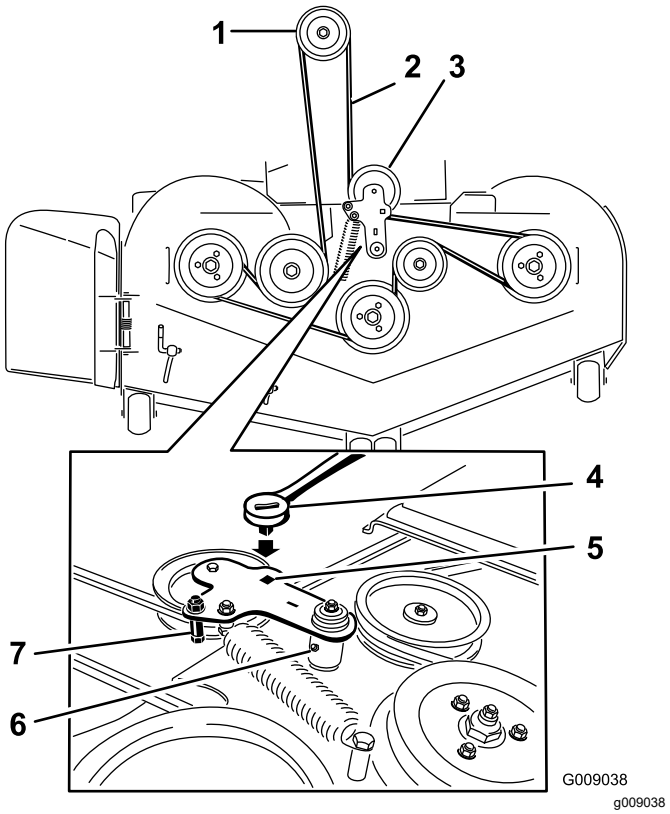
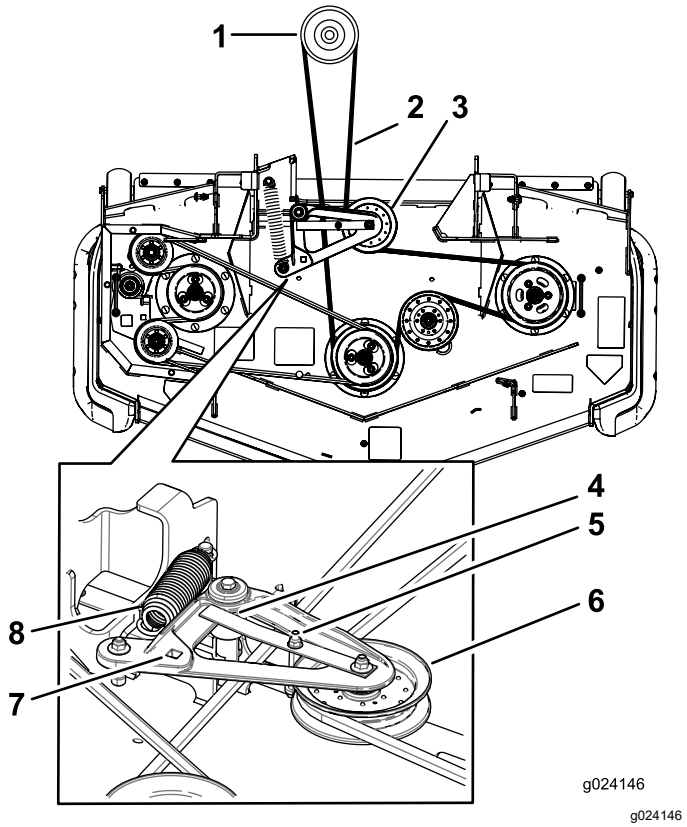

Figur 118
Figur 119
5. Løft opp gulvpanelet og sett en skralle i det firkantede hullet i klippeenhetens lederull (Figur 118 eller Figur 119).
6. Vri klippeenhetens lederull med klokken, løft opp på remføreren (kun på maskiner med bakutslipp) og fjern klipperremmen (Figur 118 eller Figur 119).